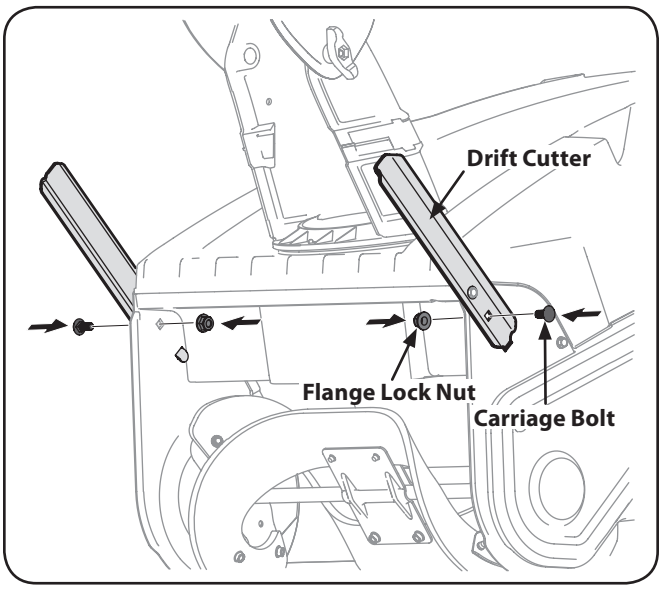

Figure 3-6
2. Install the drift cutters and secure with the carriage bolts and flange lock nuts removed in step 1. See Fig. 3-6.